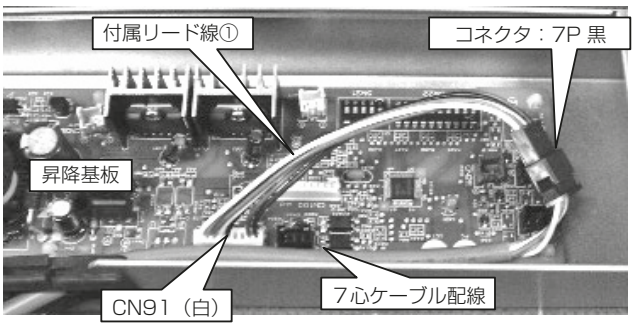

図9-2
3）パネルからの 7 心ケーブル線のコネクタ（7P クロ）を付属のリード線①を使用して昇降基板 CN91（シロ）に確実に差込んでください。（**図9-2**）